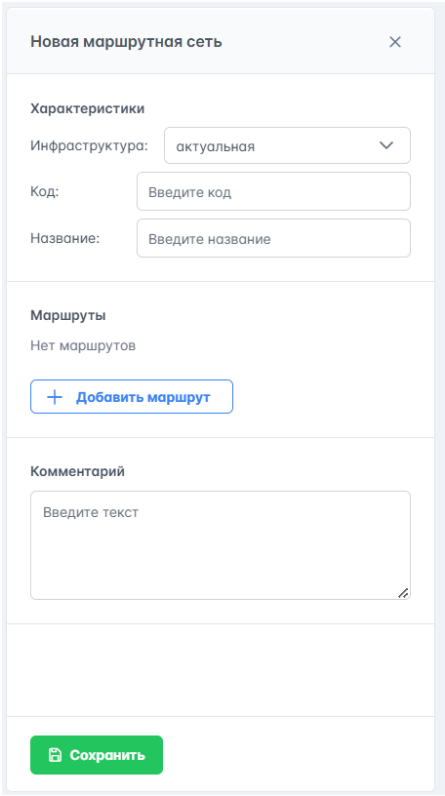

Рисунок 24 – Создание МС внутри инфраструктуры
2. Нажать на панели управления МС текущей инфраструктуры, произойдёт переход на страницу "Маршрутная сеть" и справа от таблицы данных МС отроется окно "Новая маршрутная сеть" (рисунок 24) с заполненным полем "Инфраструктура" в блоке "Характеристики".